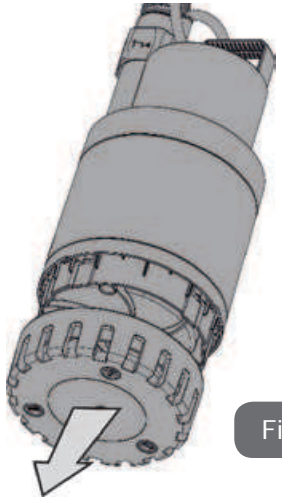

Fig. 11
- Ta bort insugningsgallret (fig. 11).
- Ta bort nederdelen (fig. 11).